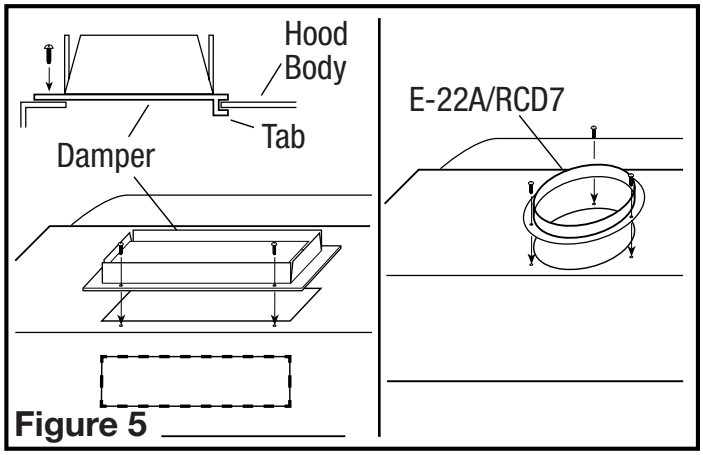

Figure 5
3. For 3-1/4" x 10" vertical or horizontal ducting, install the damper assembly to the hood by sliding the tabbed section of the damper under the hood body and securing with the two provided screws. For 7" round ducting, secure either a model E-22A or RCD7 Duct Collar (not included) to the hood with the three provided screws. Using approved duct tape, tape around the collar to seal off any air leaks **(Figure 5).**